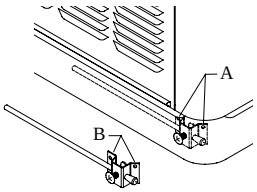

Fig. 1
- Quite los tornillos de la esquina de la bandeja (A-fig. 1).
- Coloque la ménsula en la esquina de la bandeja usando los dos agujeros de la parte superior de la ménsula (B-fig. 1) y los dos tornillos que antes había quitado.